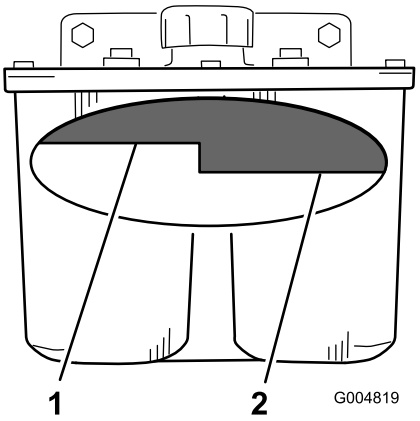

Figur 72
2. Rengør området omkring hydrauliktankens påfyldningsstuds (Figur 72).
3. Fjern hætten fra påfyldningsstudsen. Kig i tanken for at se, om der er væske i beholderen (Figur 72).
Bemærk: Væskestanden skal nå op til toppen af varm-niveauet på pladen, når væsken er meget varm (Figur 72).